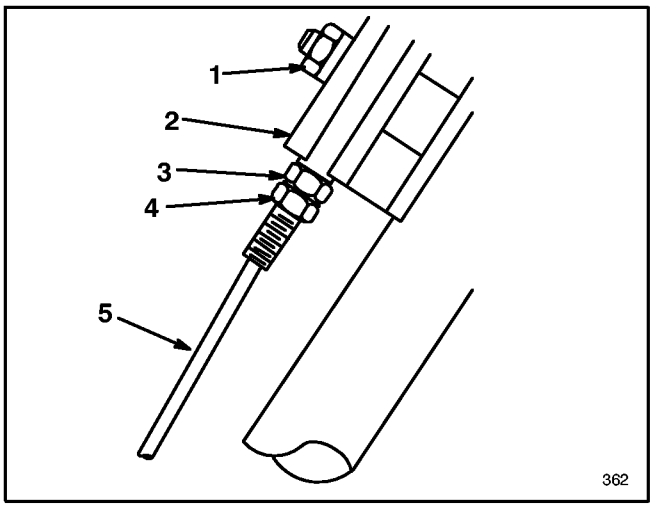

Abbildung 20
2. Mutter auf dem Stützblock lösen (Abb. 20).
3. Untere Gegenmutter am Radfahrantriebskabel lösen (Abb. 20).
8. Die obere Gegenmutter sollte nach der Einstellung am Stützblock anliegen (Abb. 20).